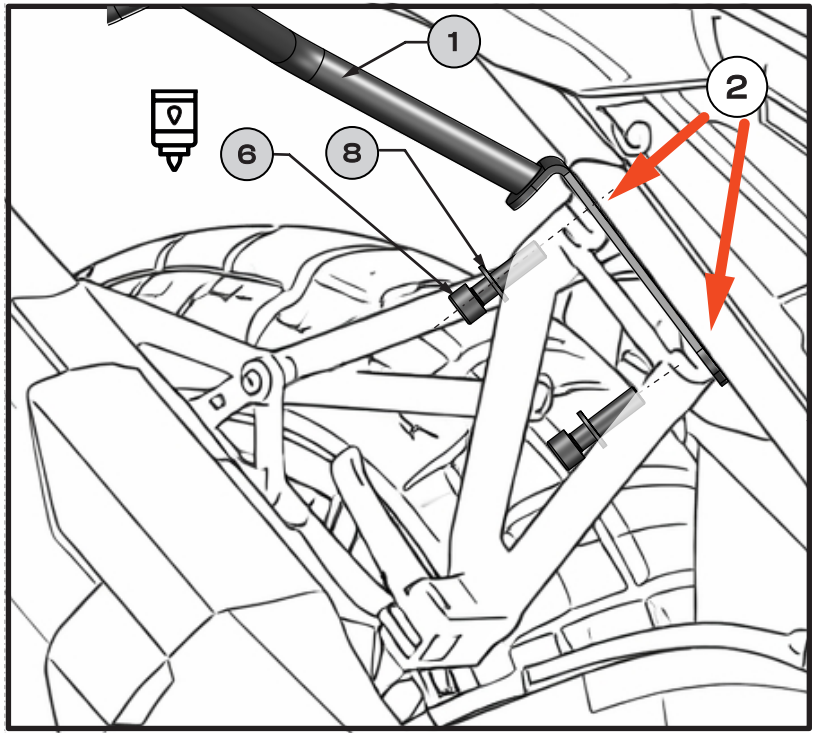

Fig. 3
2. Install the right-side carrier **[1]** in the correct position and secure it using bolts **[6]** and washer **[8]**, then **loosely** tighten the passenger footrests. Use medium-strength adhesive. **[Fig. 3]**
5. Install the left-side carrier **[2]** in the correct position and secure it using bolts **[6]** and washer **[8]**, then **loosely** tighten the passenger footrests. Use medium-strength adhesive. **[Fig. 3]**